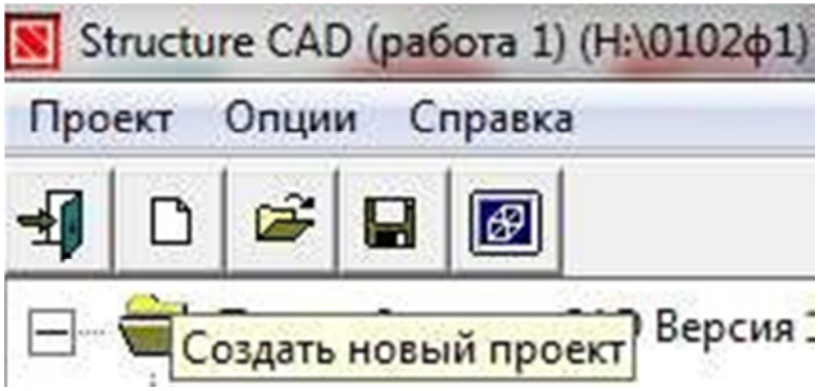

Рисунок 2.2-Информационное Окно SCAD
1. Для запуска программно-вычислительного комплекса необходимо с помощью курсора в виде стрелки, управляемой мышью, зайти в меню «Пуск» - «Все программы» - «SCAD OFFICE» и произвести двойной щелчок левой кнопки мыши на ярлыке «SCAD». На экране появится информационное окно SCAD, имеющее три раздела на панели меню - *Проект, Опции, Справка* и инструментальную панель с 5 кнопками (рис. 2.2).